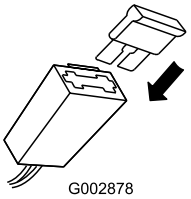

Figuur 30
2. Plaats de zekering in de zekeringhouder zoals wordt getoond (Figuur 30).